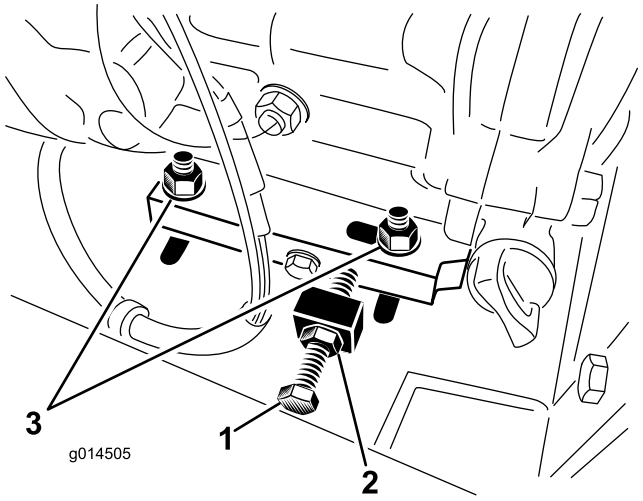

Figura 21
2. Afloje los 4 pernos de montaje del motor y las contratuercas que sujetan el perno de ajuste (Figura 21).